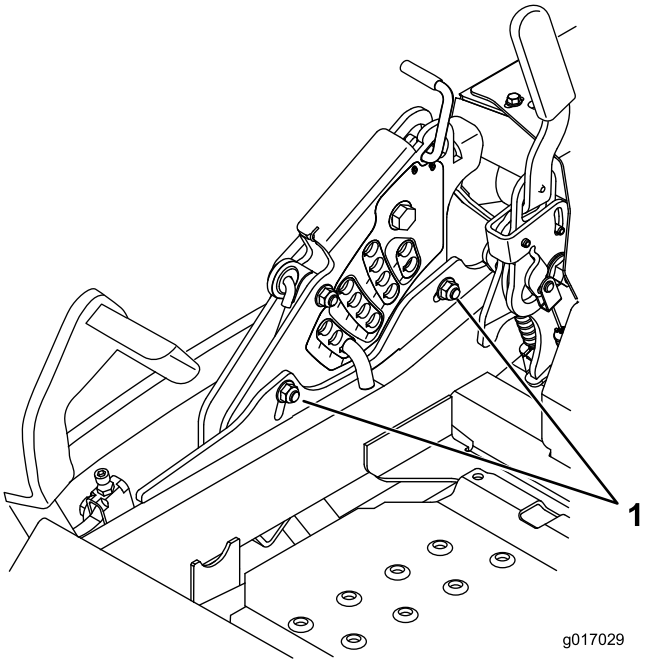

Figuur 85
11. Om het enkelpuntssysteem af te stellen, moet u de twee bouten onderaan de maaihoogteplaat losdraaien. Zie Figuur 85.
13. Draai de twee bouten aan de onderzijde van de maaihoogteplaat vast (Figuur 85). Vastdraaien met een torsie van 37-45 Nm.